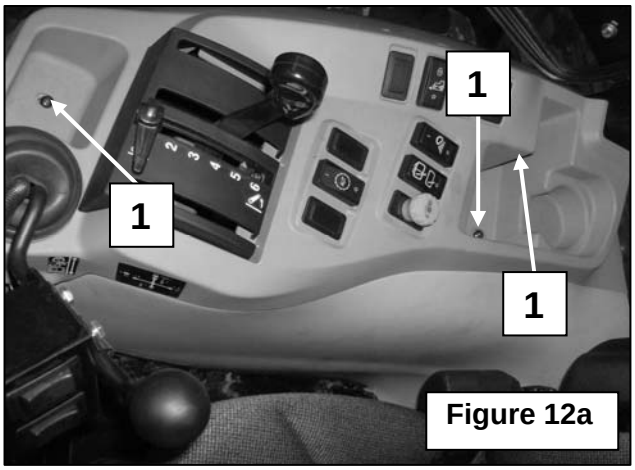

Figure 12a
9. **Figure 12a-12b:** Partially remove the plastic cover and the flexible panel on the side of the seat by unscrewing the three bolts (item 1) and the molding clip (item 2). Run the harness behind the flexible panel and bring it to the console switches.
13. **Figures 12a-12b:** Place the extra wiring harness inside the console and reinstall the console and the cover removed previously.